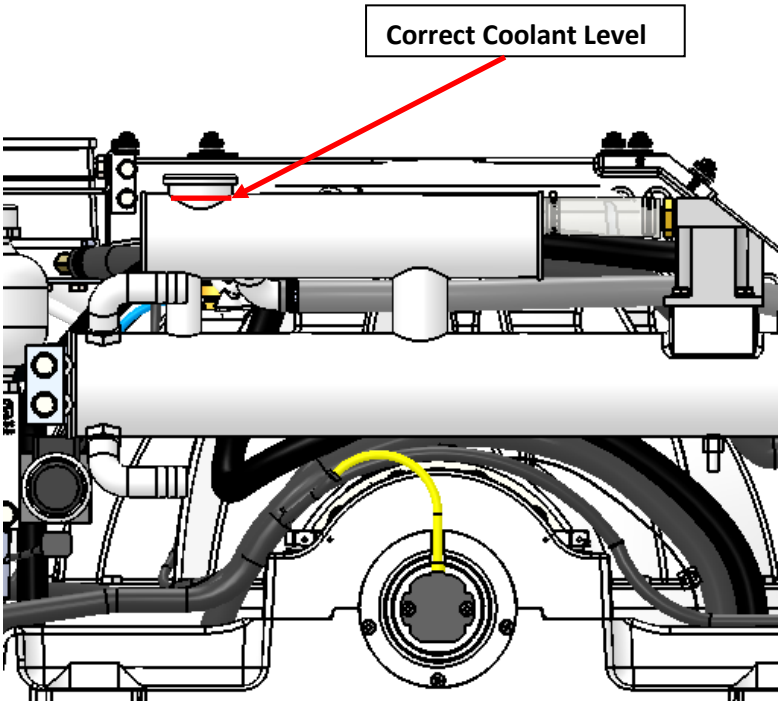

FIGURE 3 – SEAKEEPER 5 COOLANT LEVEL
3) Remove pressure cap on top of reservoir. Pour mixture in until level reaches top of clear tube between thermostatic valve and reservoir as shown in Figure 3. Filling reservoir above this level will not cause any damage but coolant may be expelled from pressure relief port below cap due to normal thermal expansion of coolant.
- Recheck glycol level with fluid circulating in coolant circuit. Sight down inside reservoir and check that coolant level is above upper port on reservoir as shown in Figure 3. Replace cap.